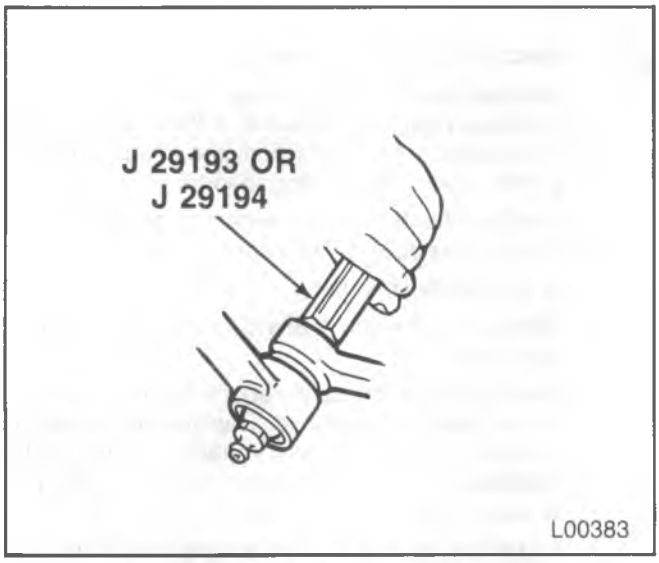

Figure 6—Seating Ball Stud Tapers
2. Relay rod (2) to the idler arm ball stud. Make certain the seal is on the stud. Tighten J 29193 or J 29194 to 54 N•m (40 ft. lbs.) to seat the tapers (figure 6). Remove the tool.
1. Relay rod (2) to the idler arm (1).
2. Relay rod to the pitman arm (5) or relay arm (11) ball stud. Make certain the seal is on the stud. Tighten J 29193 or J 29194 to 54 N•m (40 ft. lbs.) to seat the tapers (figure 6). Remove the tool.
3. Relay rod (2) or connecting rod (8) to the pitman arm ball stud. Make certain the seal is on the stud. Tighten J 29193 or J 29194 (figure 6) to 54 N•m (40 ft. lbs.) to seat the tapers. Remove the tool.